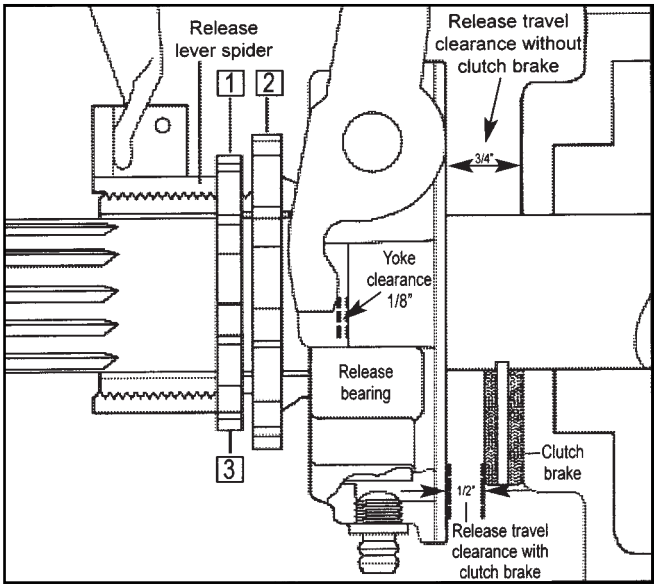

Figure 11. Sectional View of Release Bearing Assembly
2. After the transmission has been securely attached to the engine, the release sleeve must be adjusted until there is approximately 1/2" between the contact surface of the release bearing housing and the transmission brake (Figure 11). Loosen sleeve locknut 1 , rotate slotted adjusting nut 2 clockwise or counter-clockwise to set "Clearance For Release Travel" (1/2"). Lock sleeve locknut 3 against release lever spider.
6. "Free Travel" of the pedal will diminish as the disc facings wear and must be reestablished by adjustment of the release sleeve (Figure 11, Page 15).